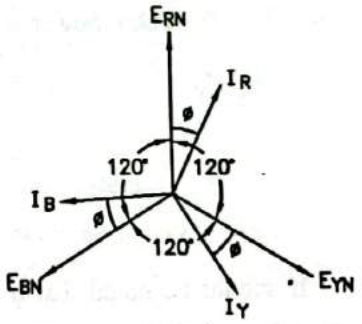

**FIG. 2.81 : PHASOR DIAGRAM OF STAR CONECTED SYSTEM**
- The phasor diagram of the phase emfs and currents in a star connected system is shown in Fig. 2.81.